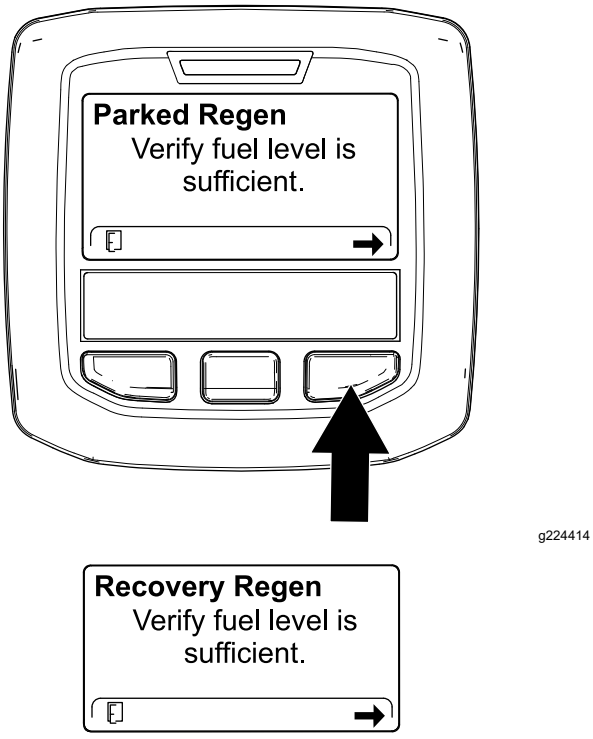

Figuur 59
2. Controleer in het scherm VERIFY FUEL LEVEL (controle brandstofpeil) of de brandstoftank minstens ¼ vol is indien u een geparkeerde regeneratie gaat uitvoeren of halfvol in het geval van een herstel regeneratie, en druk op de rechterknop om verder te gaan (Figuur 59).